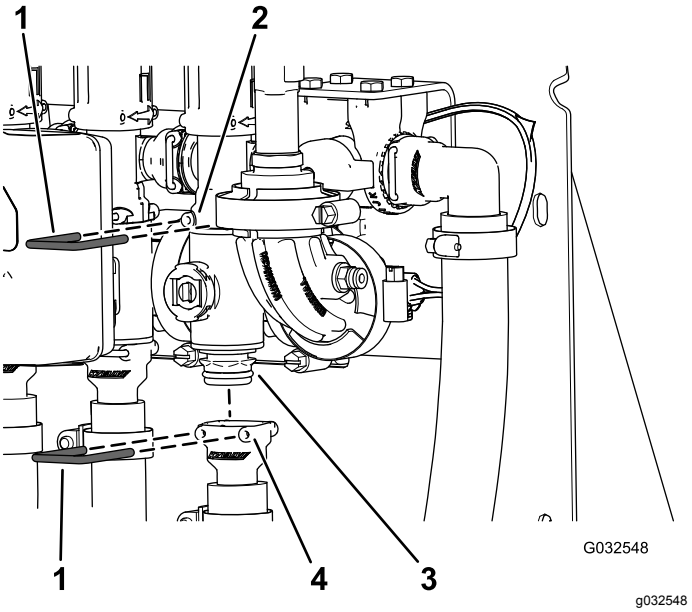

Рисунок 109
2. Снимите держатель, который крепит коллектор клапана секции к перепускному штуцеру (Рисунок 109).